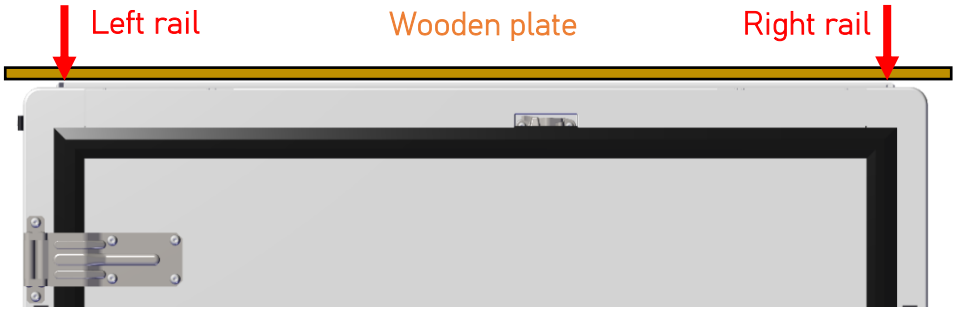

Figure 8 – Positioning of protective wooden plate on the container roof before stacking.
- If stacking with a lightweight object, always place a wooden plate, or similar, large enough to rest on both rails (at least 1534 mm) on the container roof to protect the photovoltaic panels (Figure 8).